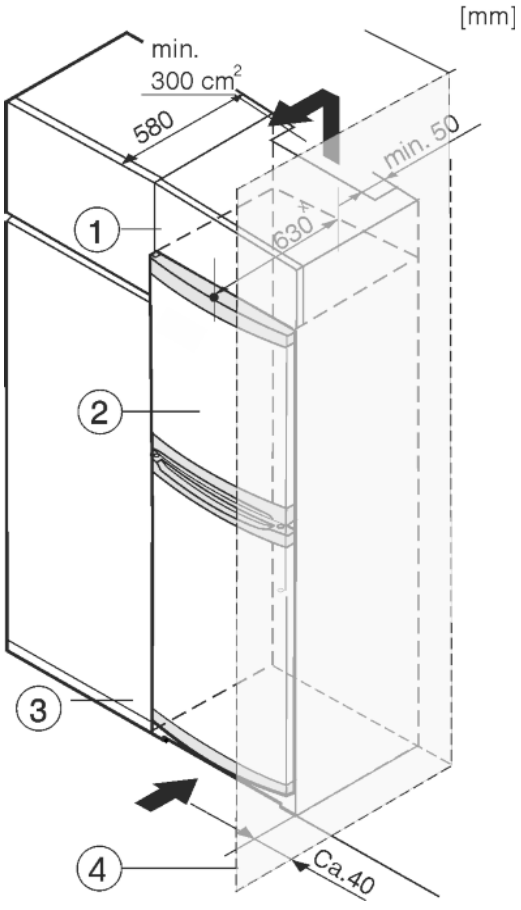

Fig. 8
The appliance can be built into kitchen units. A top cupboard *Fig. 8 (2)* can be added above the appliance in order to bring the appliance *Fig. 8 (1)* up to the height of the fitted kitchen units.
When installing with kitchen units (max. depth 580 mm), the appliance can be positioned directly next to the kitchen cabinet *Fig. 8 (3)*. The appliance will project by 34 mm [x] at the sides and 50 mm [x] in the centre of the appliance in relation to the kitchen cabinet front.
If the appliance is installed with the hinges next to a wall *Fig. 8 (4)*, the distance between appliance and wall has to be at least 40 mm. This corresponds to the projection of the handle when the door is open.